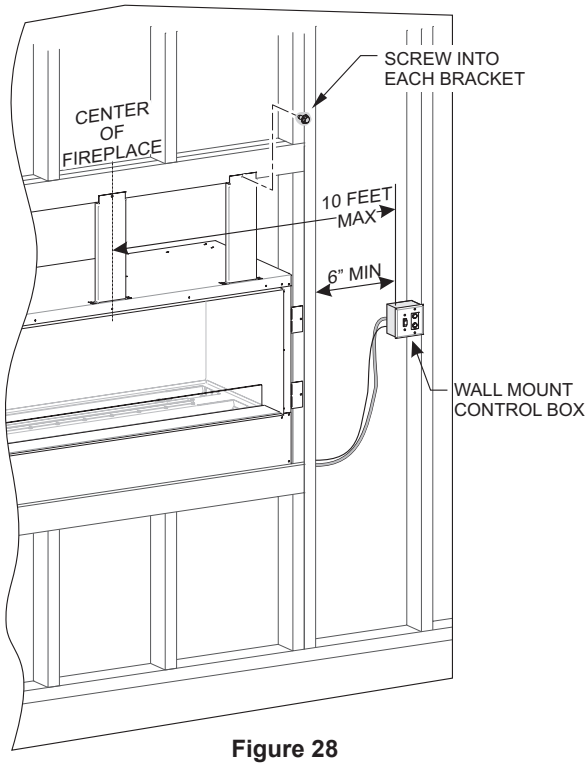

Figure 28
3. Secure three standoff brackets with drywall screws to the framed opening above the fireplace as shown in **Figure 28.** ***NOTICE:*** The drywall screws are located in the instruction envelope packet. Secure fireplace on left and right through side nailing flanges.
7. Install the wall-mounted control box within 10 feet of the center of the fireplace. **See Figure 28.**